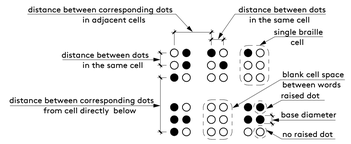

FIGURE 11B-703.3.1
7. **BRAILLE:** IT SHALL BE CONTRACTED (GRADE 2) AND SHALL COMPLY WITH **CBC SECTIONS 1B-703.3** AND **11B-703.4.** BRAILLE DOTS SHALL HAVE A DOMED AND ROUNDED SHAPE AND SHALL COMPLY WITH **CBC TABLE AND FIGURE 11B-703.3.1.**
9. **MOUNTING LOCATION:** A TACTILE SIGN SHALL BE LOCATED ON THE APPROACH SIDE, AS ONE ENTERS OR EXITS ROOMS OS SPACE, AND BE REACHED WITHIN 0" OF THE REQUIRED CLEAR FLOOR SPACE PER **CBC SECTION AND FIGURE 11B-703.4.2** AS FOLLOWS: